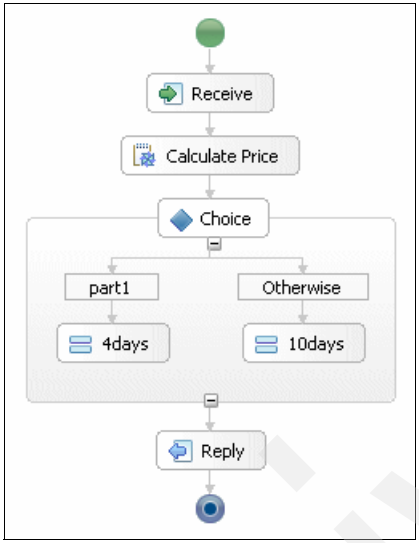

Figure A-59 Adding an additional assign activity
29. In the Business Process Editor, click the **Assign activity** icon ( ) and insert it under Otherwise, and rename the assign activity to `10days` (Figure A-59).